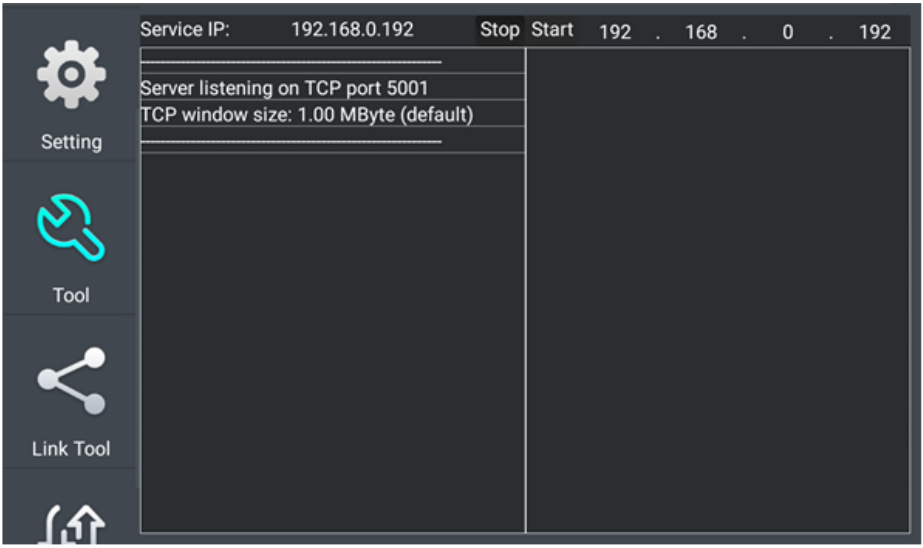

Рис. 130 Работа 1го тестера в режиме «сервер» при проверки пропускной способности сети
4. Один из тестеров запустите в качестве сервера, для этого нажмите кнопку Start Server (Запустить сервер). В верхнем поле слева отобразится IP адрес тестера, рис. 130;